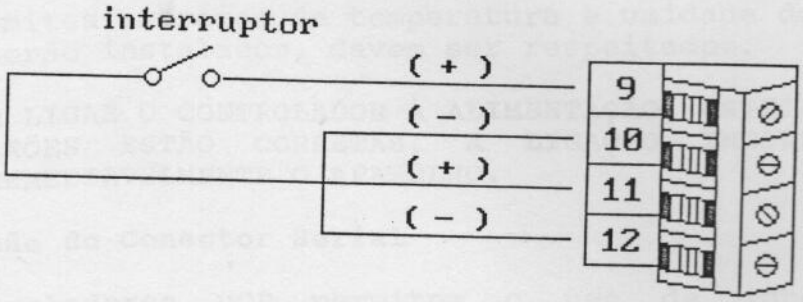

Figura 2.3
Para fazer uso deste recurso, poderá ser utilizada a fonte de 24Vdc disponível, bastando ligar o terminal 10(-) ao terminal 12(-), e entre os terminais 9(+) e 11(+) instalar um relé ou interruptor. Enquanto o interruptor, ou relé, permanecer acionado, a entrada digital estará acionada, habilitando o Set Point Remoto, ou conduzindo o equipamento para a condição START, ou inibindo as saídas de controle em seus valores mínimos (veja item 4.2.). A condição de habilitação do Set Point Remoto é visualizada através do LED de Estado "REM" ligado. A sinalização de inibição das saídas de controle é feita com o LED de Estado "START/STOP" piscando. A figura 2.3 exemplifica a ligação.